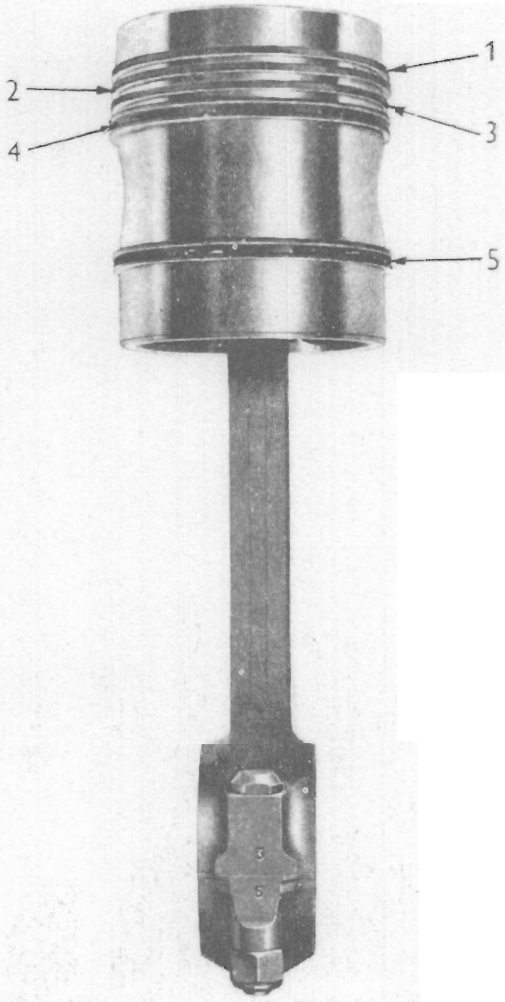

Fig. F.1.
The pistons are of high silicon aluminium and are not graded to bore size. They are not interchangeable between the 4.192 and the 4.203 engine due to difference in bore size. Grooves are provided to take three compression rings and one oil control ring above the gudgeon pin and one oil control ring below the gudgeon pin. (See Fig. F.1).
The connecting rods are numbered on cap and rod, (See Fig. F.1 and F.4) when fitted to the engine in production and the assembly is fitted to the crankshaft so that these numbers are on the fuel pump side of the engine. Always fit the cap to the connecting rod so that the numbers are both on the same side. Never re-assemble the cap to the connecting rod incorrectly.
11. Liberally oil and locate the lower half bearings in the cap with the tongue registering in the machined recess and fit the cap to the connecting rod with the stamped numbers together. (See Figs F.1 and F.4).